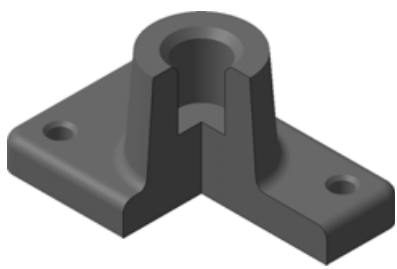

Рис. 2.142
- Постройте сечение эскизом, как это показано на рис. 2.142. Затем исключите операцию сечения из расчета и сохраните модель на диске.